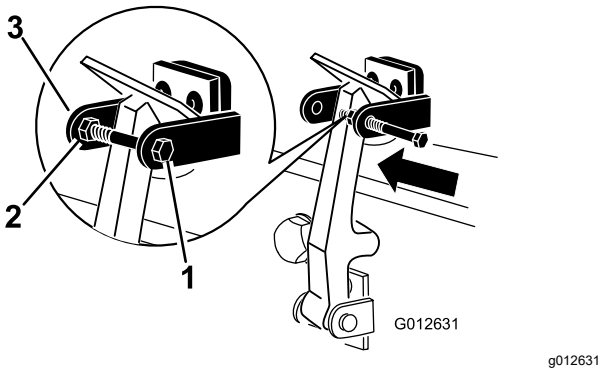

Figuur 16
7. Schroef de bout in de andere arm van de vergrendelbeugel om de sluiting te vergrendelen (Figuur 16).